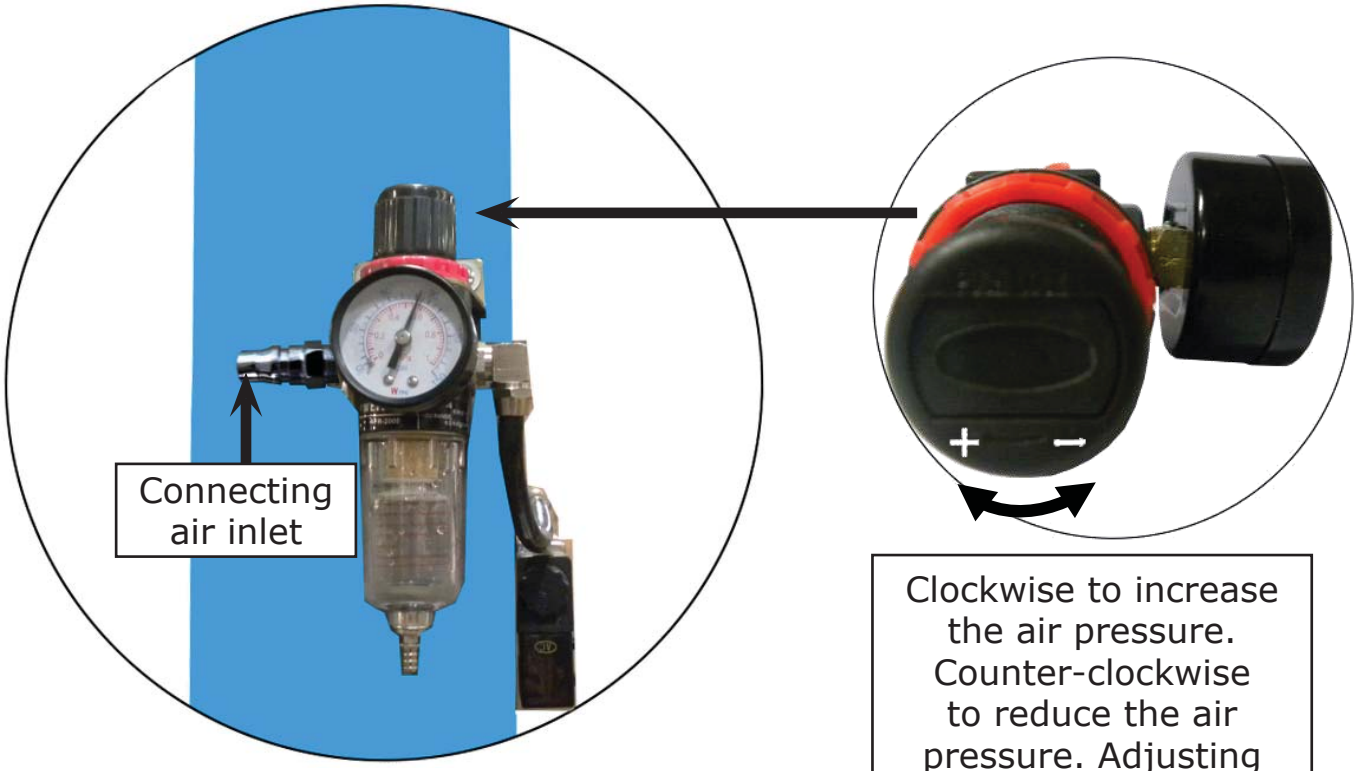

Fig. 29
5. Connect the air 1/4NPT air inlet (not supplied). Adjust the air pressure on the water separator regulator between 75-120 PSI **(See Fig. 29)**.